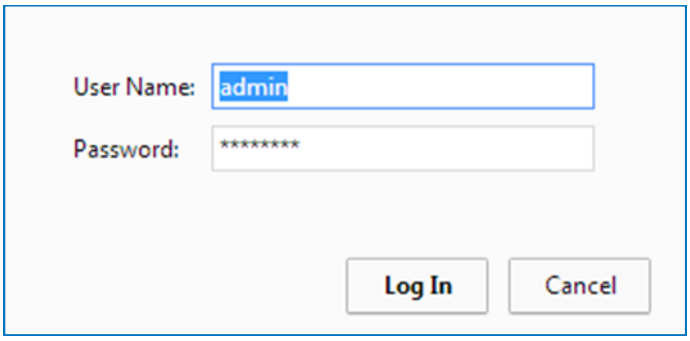

Figure 6-2: Web Upgrade Authentication Window
3. The Upload Form is password protected. An authentication window should come up to ensure authorization. Use “admin” as user name and the web logon password (default password is “paradise”). Click the “Log in” button (see **Figure 6-2**).